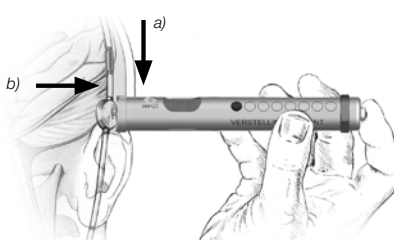

Fig. 10: Colocación del Instrumento de ajuste proSA
4. El Instrumento de ajuste *proSA* se coloca centrado sobre la válvula, con la marca del Instrumento de ajuste *proSA* o con la ventana del display señalando el catéter proximal (el catéter colocado en el ventrículo) (b) (Fig. 10).